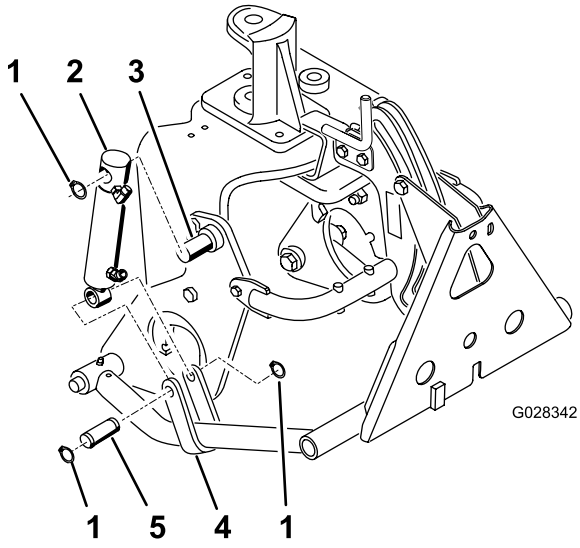

Figure 19
3. Mount the top of the hydraulic cylinder barrel to the pin on the right-hand plow plate with a retaining ring (Figure 19).
4. Mount the cylinder rod to the push arm straps with a pin and 2 retaining rings (Figure 19).